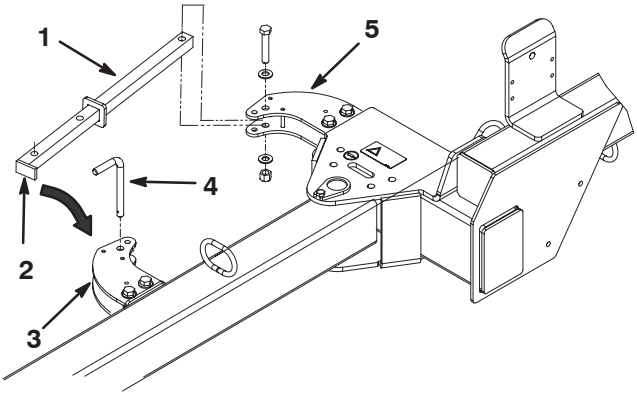

Figura 4
5. Fixe o braço accionador no respectivo suporte com um parafuso de 1/2–13 x 2–3/4 pol. comp., (2) anilhas chatas de 0,531 x 0,063 e uma porca de bloqueio de 1/2–13. Posicione os componentes como se indica na Figura 4.